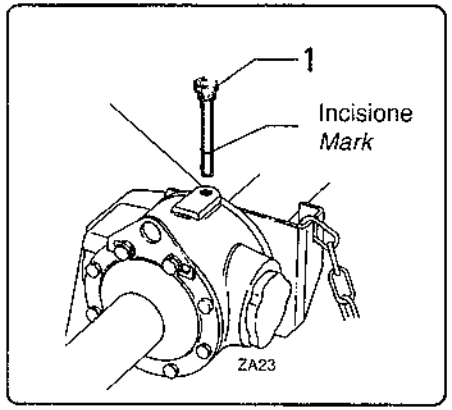

fig. 7.4.3
- Controllare il livello del lubrificante contenuto nella scatola ingranaggi dal tappo ispezione (fig. 7.4.3 pos. 1) ed eventualmente ripristinarlo fino all'incisione presente sull'asta.